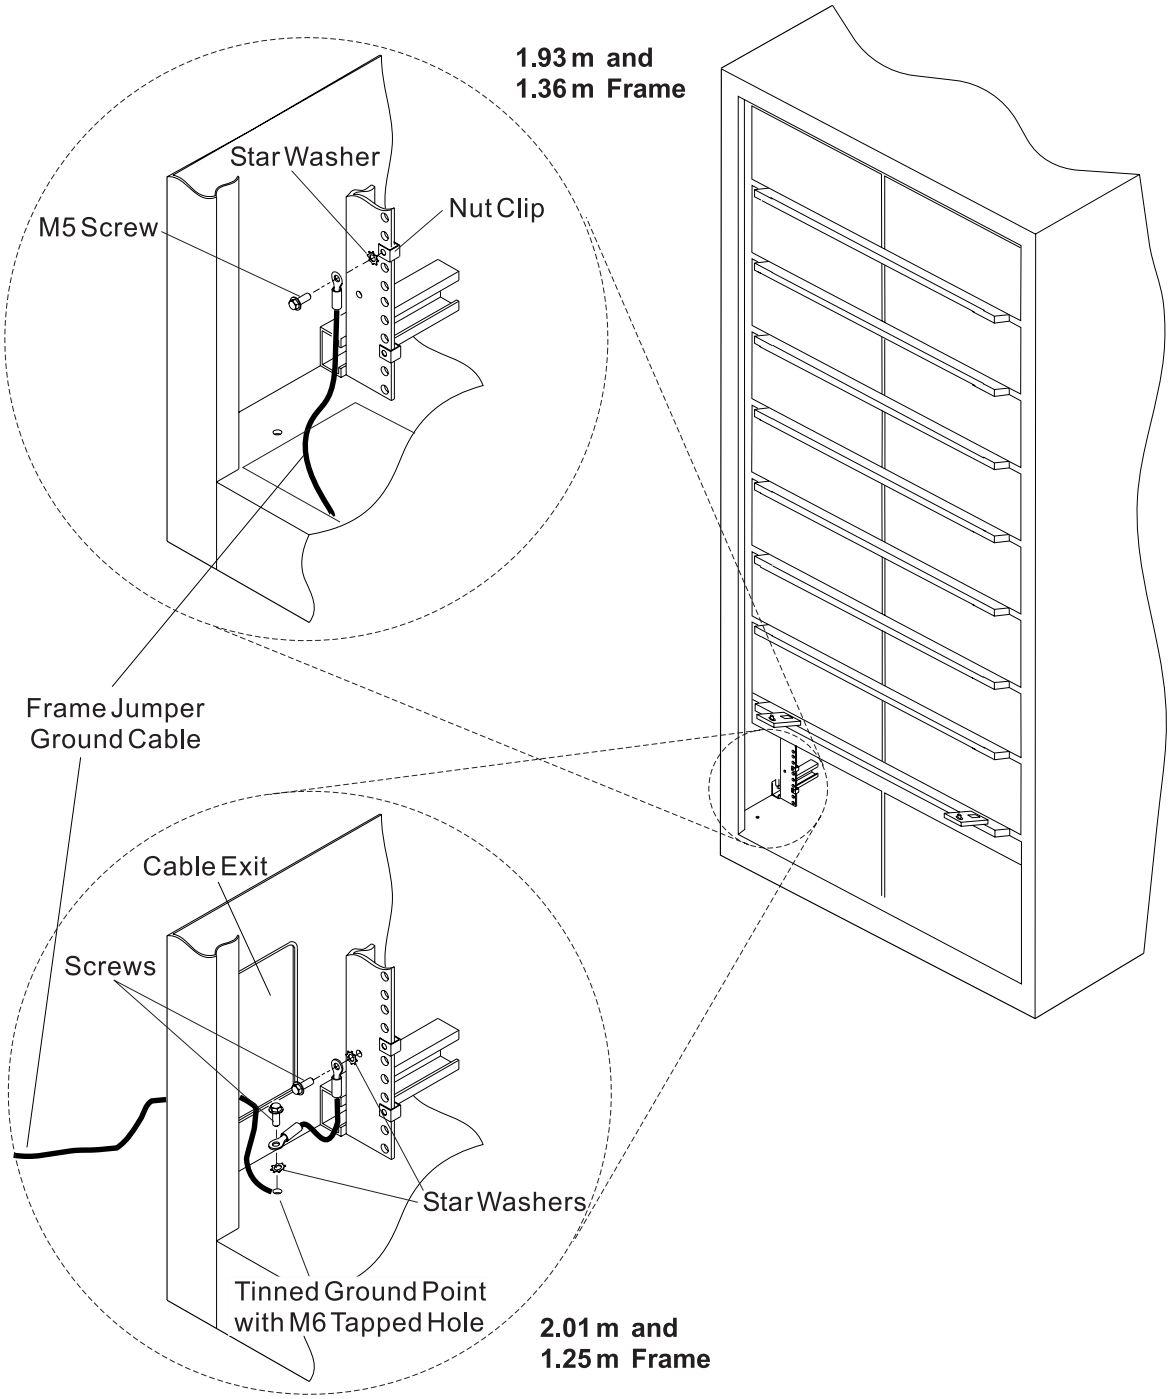

Figure 1-7. Installing frame jumper/ground cable between SP frames
b. All other SP frames: Install the ground strap (P/N 46G5695) between each adjacent frame through the closest exit hole and fasten to the nutclip on the EIA rail, as shown in Figure 1-7 on page 1-13.